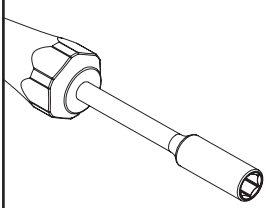
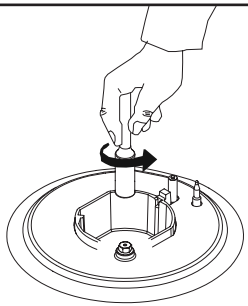

Figura 2
Figura 3
2. Con l'aiuto di un cacciavite (7 mm) con la punta come mostrato nella figura 2, rimuovere l'iniettore ruotandolo. (vedi figura 3)